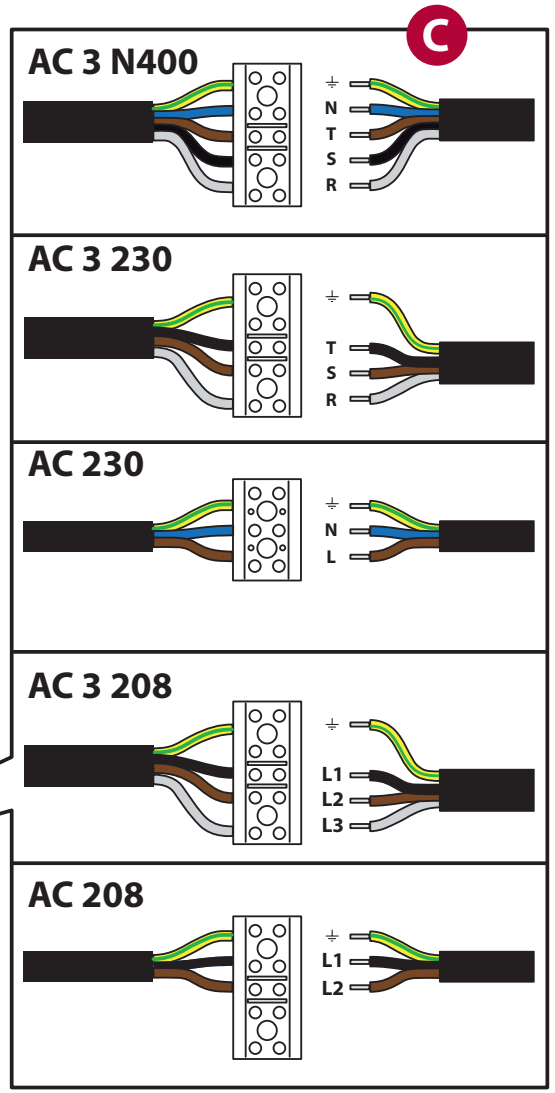

Abb. 11
- Die für den amerikanischen Markt - UL bestimmten Maschinen **weisen KEIN Anschlusskabel und KEINEN Stecker auf.** Beide werden NICHT mitgeliefert und müssen von qualifiziertem Personal montiert werden und dem in der Tabelle **angegebenen Typ** entsprechen. ▶ Abb. 11 Für den Anschluss des Kabels an das Gerät A das Paneel auf der linken Seite entfernen, B das Kabel durch den vorbereiteten Kabeldurchlass führen und C auf korrekte Weise an der Klemmleiste anschließen.